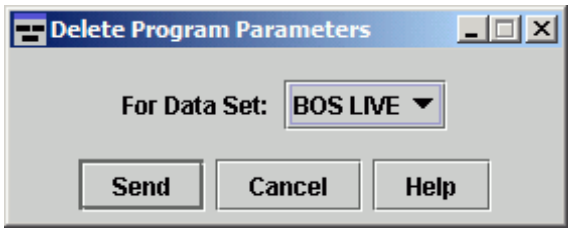

Figure 3 - 7: Delete Proposed Parameters Window
- **ETMS Tools > Delete Proposed Parameters** - Opens the Delete Proposed Parameters dialog box (see Figure 3 - 7). Select the airport or FCA for which you want to delete parameters from the For Data Set drop down menu.